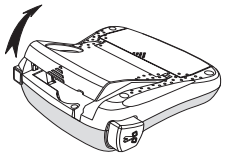

Figuur 3
1. Open het tapecompartiment door het deksel van de tapecassette op te tillen. Zie figuur 3.